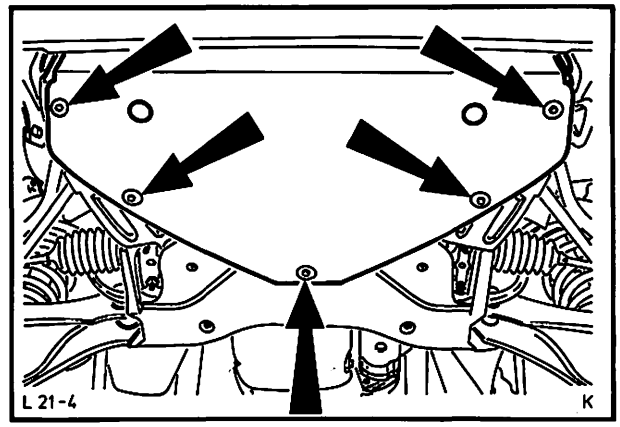

Abb. 192 Spritzpappe–Motorraum abbauen
1. Batterie – Massekabel abklemmen und Spritzpappe – Motorraum abmontieren (5 Schrauben), Abb. 192. Kühlflüssigkeit in Auffangwanne ablassen, dabei Kühlerschlauch unten vom Kühler, und oben vom Wasserauslaßstutzen – Motor entfernen.